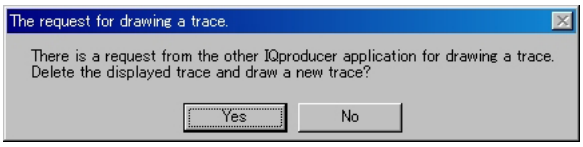

Figure 3.1.4-2 Confirmation message
2. Click the **[CCDF]** button. The confirmation message shown in Figure 3.1.4-2 below appears: